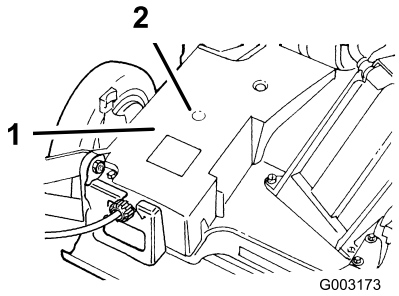

Bild 25
2. Führen Sie die Fettpresse durch die Öffnung in der Riemenabdeckung an den Schmiernippel (Bild 25).